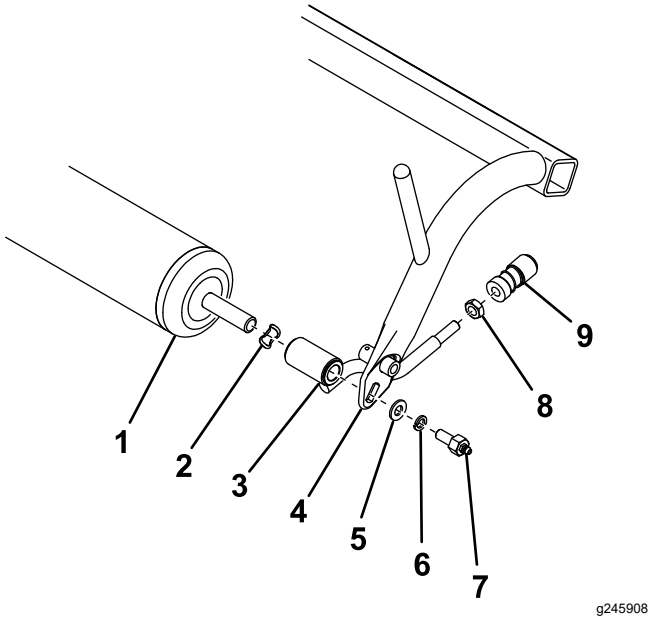

Figur 1
2. Fjern valsen, fjærskivene, trekkoblingsenhetene, de flate skivene, låseskivene og smøreskruene fra trekkrammen (Figur 1).
3. Fjern og ta vare på kuleleddmottakerne fra trekkoblingsenhetene (Figur 1). Kast alle monteringsdelene du fjernet tidligere, bortsett fra valsen og kuleleddmottakerne.